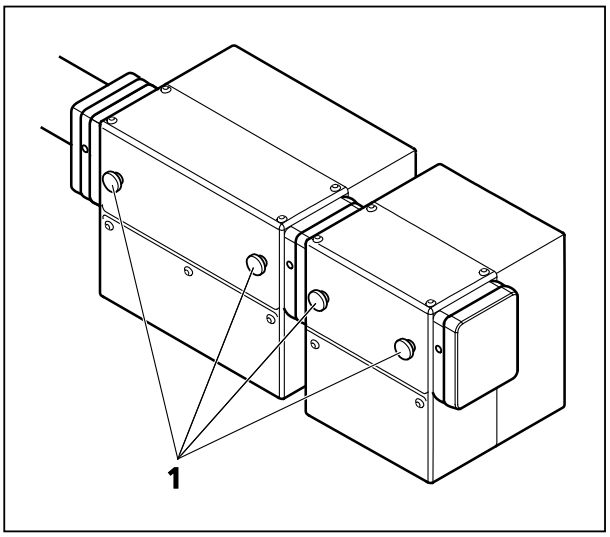

Fig. 10 Thumbscrews of the P&C sliders
The first NDD module, which is attached to the NDD port, is either a two channel module (Fig. 10/**1**) or a BiG.2 module. Inside those modules right at the opening towards the microscope is a small clamping that holds a blocking filter (1442-160 or 1442-161; order# Feb. 08). Both filters are short pass filters which block the IR light of the multiphoton laser with an optical density (OD) of at least 7. If none of these filters is installed, the image quality will not be sufficient as too much laser light will get to the detectors. Always make sure on of these filters is in place.
To install them, open the metallic grey lid of the NDD module turning the thumbscrews (Fig. 10/**1**). Once the lid is removed the clamping is accessible. Slid in the filter, which is attached to a small holder, into the clamping with the little screw on the side of the holder situated on the left side of the holder when facing towards the microscope.
- ☐ To change the cubes simply take out the sliders which hold the cubes by unscrewing them from the rest of the module using the thumbscrews (Fig. 10/**1**).